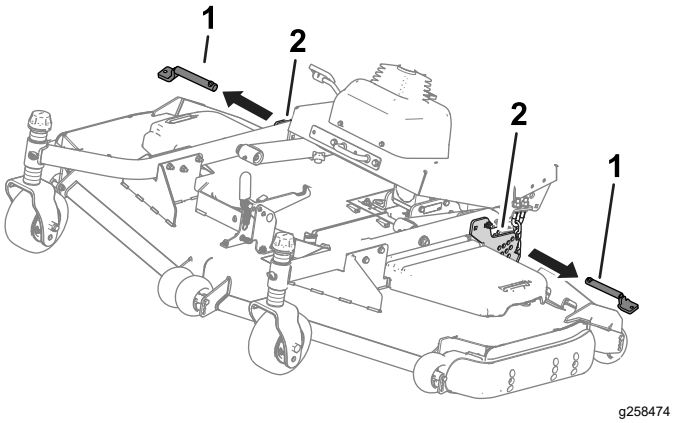

Figuur 36
4. Verwijder de pennen uit de maaihoogteplaten (Figuur 36).